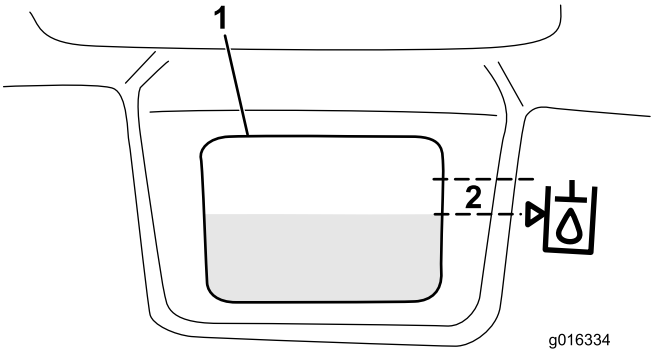

**Figur 33**
3. Fyll långsamt tanken med lämplig hydraulvätska tills nivån är vid eller inom 6 mm från pilen i symbolen bredvid det vita fönstret på tankens framsida (Figur 33). Fyll inte på för mycket.